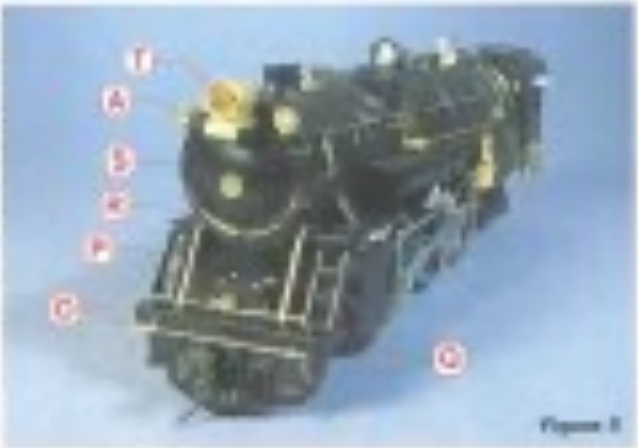

Figure 5
The biggest change to the front of the boiler (Figure 5) was to move the headlight (T) to the top of the boiler front. Ultimately, a number plate made on the computer was mounted under the light on the front of the headlight mounting bracket. The B&O [illegible] (S) shown in the photos is an [illegible]. [illegible] should [illegible]. [illegible] (Q) [illegible] for the [illegible].